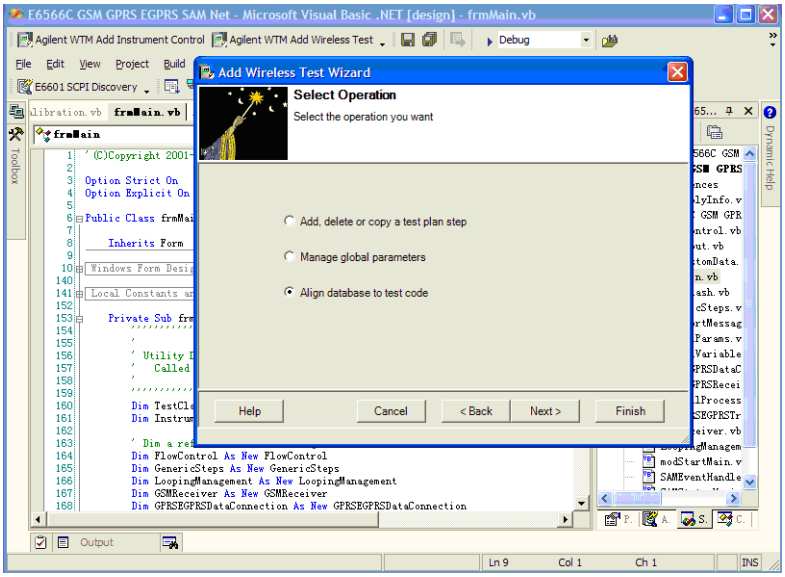

Figure 5. Add Wireless Test Wizard.
b. Click on the ***Keysight WTM Add Wireless Test*** button, the Add Wireless Test Wizard window will open. Choose the ***Align database test code>Next*** and go through the wizard. See Figure 5.